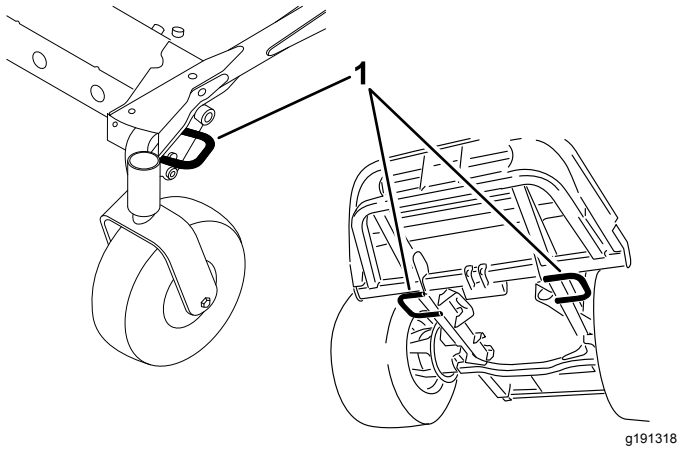

Figur 27
5. Brug bindepunktsøjerne af på maskinen til at fastgøre maskinen til anhængeren eller lastbilen med stropper, kæder, kabler eller reb (Figur 27).